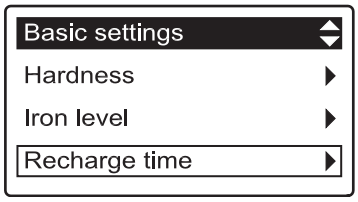

FIG. 29
3. Press the SELECT (○) button to display the Basic settings menu (See Figure 29).